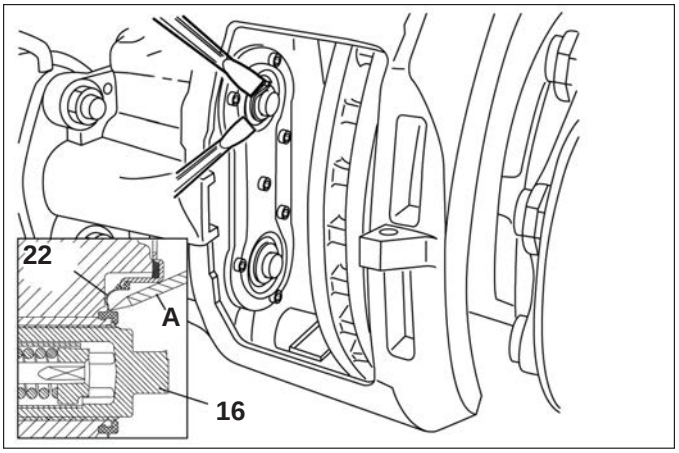

Figure 50 – Inner Seal Removal
5.5.8 *See Figure 50.* Carefully remove the inner seal using one or two flat-blade screwdrivers as shown. Caution: Do not insert the screwdrivers so far that they come into contact with the threaded tubes. Damage to the threaded tubes would require that the brake be replaced.